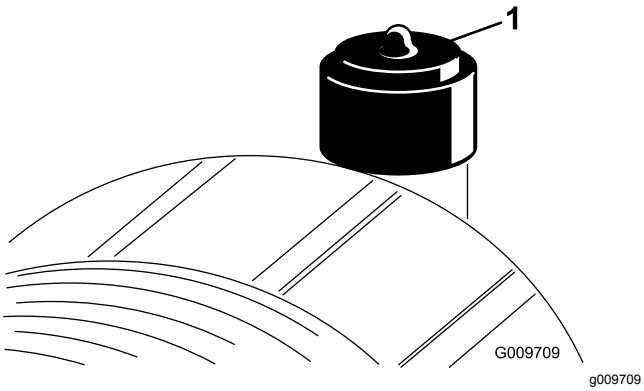

Figur 54
Utför service på luftrenarfiltret bara när serviceindikatorn (Figur 54) anger att det krävs. Om du byter luftfiltret tidigare ökar det risken för att smuts kommer in i motorn när du har avlägsnat filtret.
2. Nollställ indikatorn (Figur 54) om den är röd.